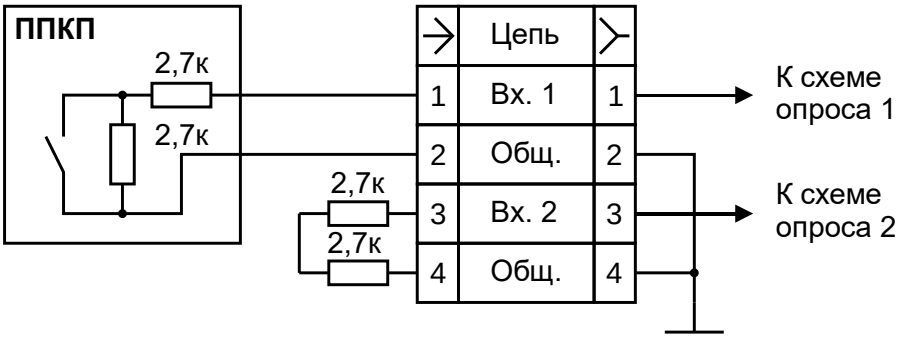

Рис. 1.4 Подключение шлейфов тревоги.
- при наличии гальванической развязки выхода ППКП ("сухой" контакт, см.Рис. 1.4) **не следует** заземлять линию "Общ." со стороны ППКП, так как это приведет к протеканию выравнивающих потенциалы токов, которые, в свою очередь, будут формировать напряжение помехи на входе *устройства*;
В исполнении шлейфов для всех входов, в том числе и для неиспользуемых, должны быть предусмотрены резисторы номиналом 2,7 кОм как это показано на Рис. 1.4. Резисторы в шлейфе, подключенном на рисунке к входу Вх.1, устанавливаются в непосредственной близости от прибора-источника сигнала тревоги (ППКП), возможно на выходных клеммах этого прибора. Неиспользуемые входы, которые не отключены потребителем, должны быть заглушены резисторами, как это показано на рисунке для входа Вх.2.